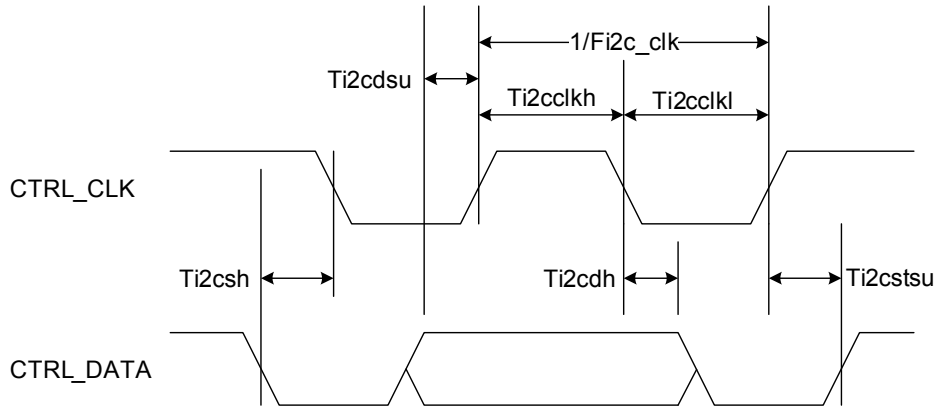

Figure 5. I²C Timing (CTRL_MODE == 0)
I2C BUS TIMING(3) See Figure 5.